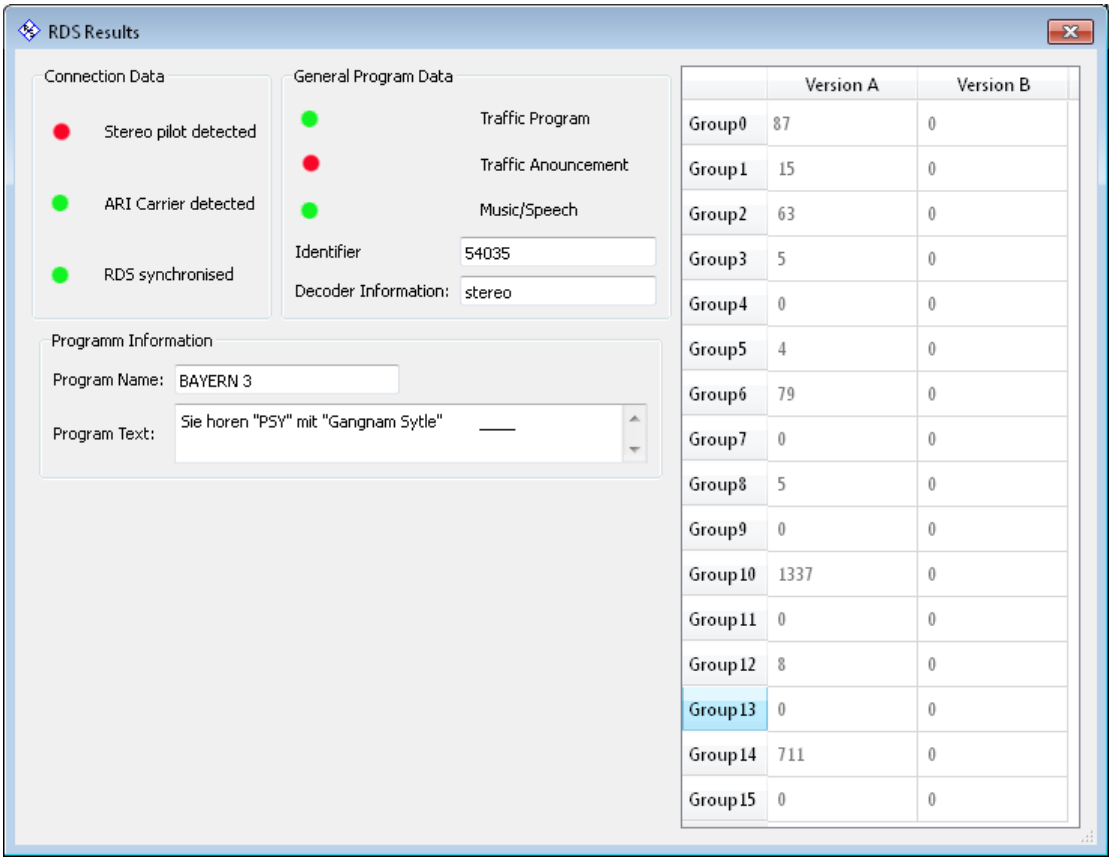

*Figure 3-65: RDS Results*
- Click on the button to activate RDS. Clicking on the down arrow and selecting RDS Output opens the RDS results window Figure 3-65. Whenever RDS is activated, the button turns green . Click on the same button to deactivate RDS.